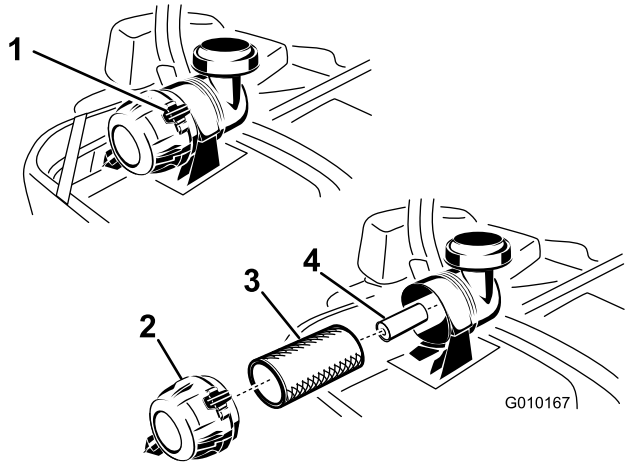

Figur 42
3. Skyv ned for å åpne låsene på luftrenserdekslet og trekk luftrenserdekslet av luftrenserkroppen (Figur 42).
5. Skyv hovedfilteret forsiktig ut av luftrenserkroppen (Figur 42). Pass på at filteret ikke slår bort i luftrenserkroppen.
1. Rengjør ikke papirfilteret, erstatt det (Figur 42).
2. Hvis du skifter ut hjelpefilteret, skyv det forsiktig inn i filterkroppen (Figur 42).
3. Skyv hovedfilteret forsiktig inn over hjelpefilteret (Figur 42). Påse at det sitter godt ved å trykke på den ytre kanten av filteret mens du installerer det.
4. Sett luftrenserdekslet med ventilatorlokket ned og vri det slik at låsene låser dekslet på plass (Figur 42).